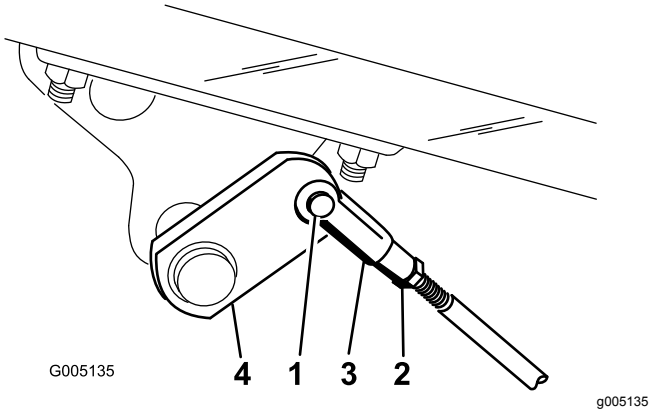

Figur 46
A. Koble fra bremsestengene ved å fjerne splinten og splittpinnen (Figur 46).
B. Løsne låsemutteren, og juster sjakkelen (Figur 46).
C. Monter sjakkelen på bremseakselen (Figur 46).